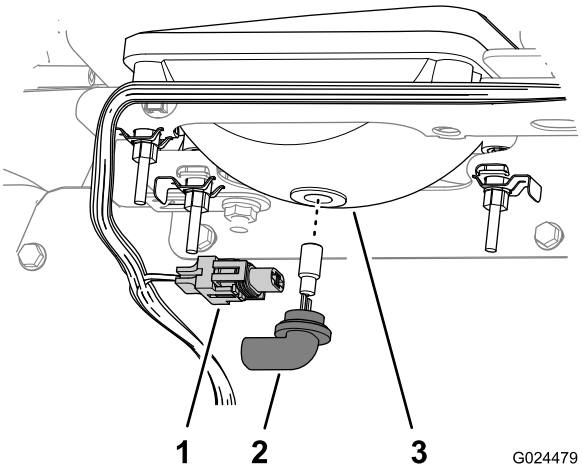

Figur 58
3. Frakoble den elektriske forbindelsen for nettet fra koblingsstykket til pæreenheten på baksiden av frontlyshuset (Figur 58).
4. Vri pæreenheten 1/4 omdreining mot klokken og flytt den bakover, ut av frontlyshuset (Figur 58).
5. Sett på den nye pæreenheten og frontlyshuset, og juster tappene i pæreenheten med sporene i frontlyshuset (Figur 58).
6. Fest pæreenheten ved å vri den 1/4 med klokken (Figur 58).
7. Tilkoble den elektriske forbindelsen for nettet til koblingsstykket til den nye pæreenheten (Figur 58).